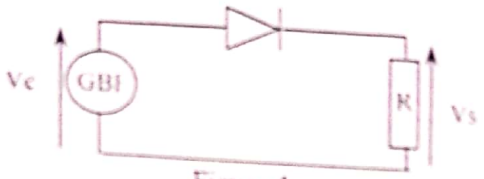

Figure 4
1) Réaliser le montage de la figure 4. (R = 100Ω)